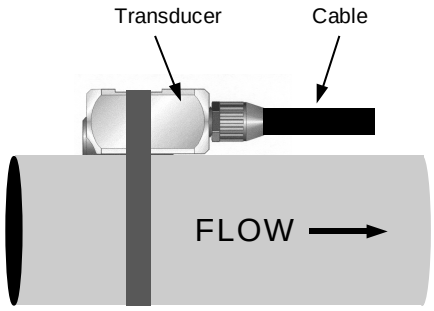

Figure 2.2
3. Mount the transducer in the orientation shown in Figure 2.2. The flow meter will read flow in both directions, but will be most accurate if the cable is mounted in the orientation shown—pointing in the primary flow direction.